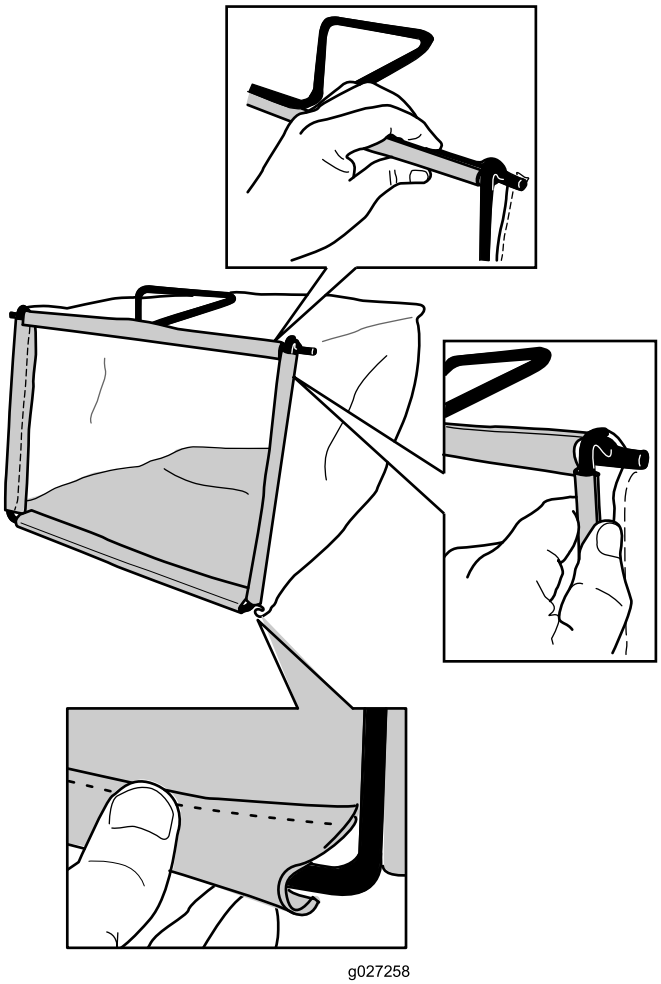

Figuur 12
2. Haak het onderste kanaal van de grasvanger over de onderzijde van het frame (Figuur 12).
3. Haak het bovenste en de zijkanalen van de grasvanger achtereenvolgens over de bovenzijde en de zijkanten van het frame (Figuur 12).